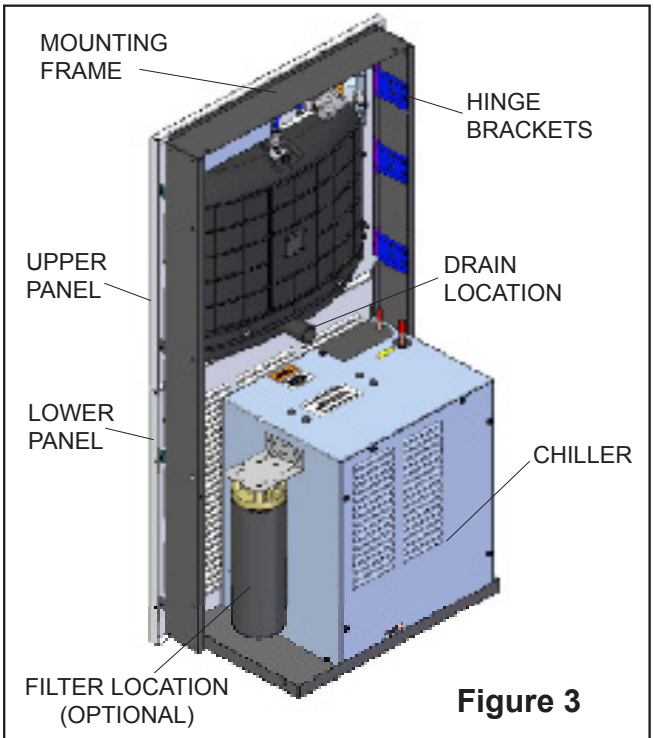

Figure 3
3. Mount filter head to the side of the remote chiller using the filter mounting bracket and screws (provided). See Figure 3 for filter mounting location.
1. Mount the upper panel and lower panel (see Figure 3) to the mounting frame, aligning holes in the hinge brackets with holes in the mounting frame (three places each). Mount with adequately sized screws (not provided). Close the door and verify that the lock brackets on the side and bottom of the panel align with the slots on the mounting frame. Also verify that the panel is hanging high enough that it covers the top and bottom of the mounting frame. If adjustments need to be made, open the door and loosen the three screws on the hinge and adjust accordingly and then retighten screws.
4. Lock the upper door in place by tightening two (2) set screws (provided) with a 3/32" (2.4mm) hex key located on the right side of the panel. Tighten the bolt on the front of the panel to the frame using a 5/16" (8mm) Hex Socket.
6. Connect modular (C-13) end of International Power Cord Set (sold separetly) into power inlet on bottle filler (see Figure 3) and ensure plug end reaches electrical outlet. DO NOT PLUG INTO ELECTRICAL OUTLET.